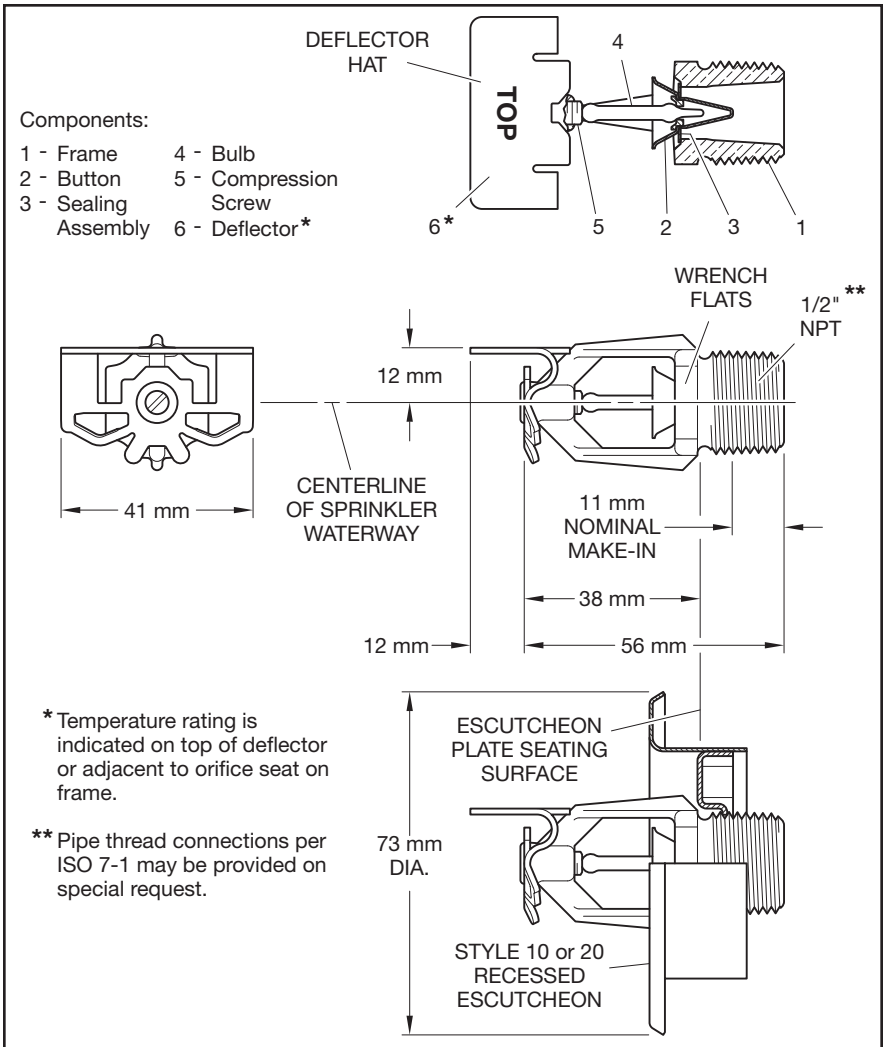
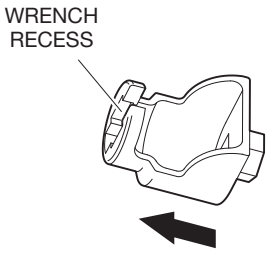

FIGURE 1
FIGURE 5
Apply the wrench to the sprinkler wrench flats shown in Figure 1.
Step 3. Tighten the sprinkler into the sprinkler fitting using only the W-Type 7 Recessed Sprinkler Wrench shown in Figure 5. Apply the wrench to the sprinkler wrench flats shown in Figure 1.